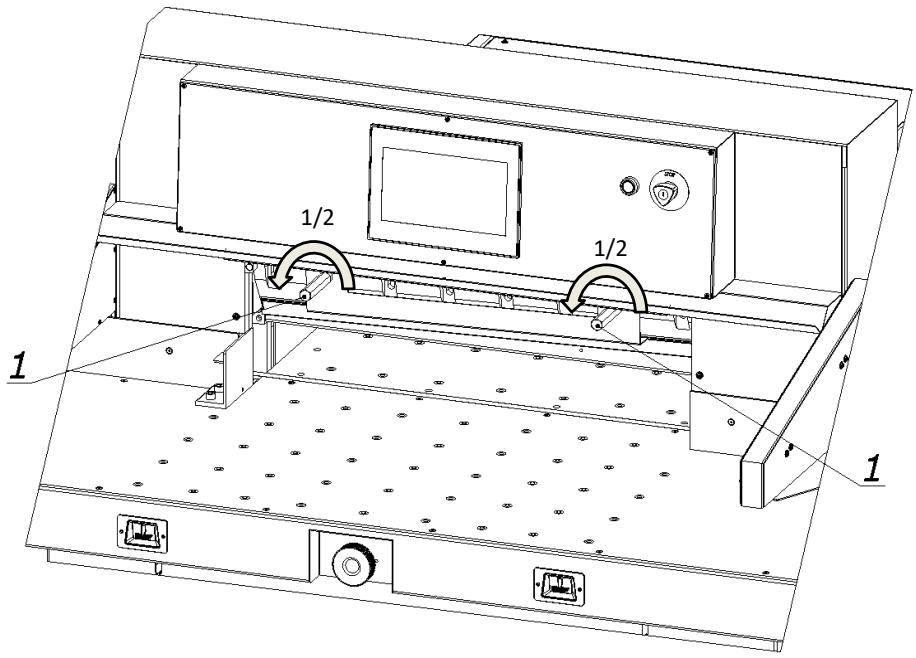
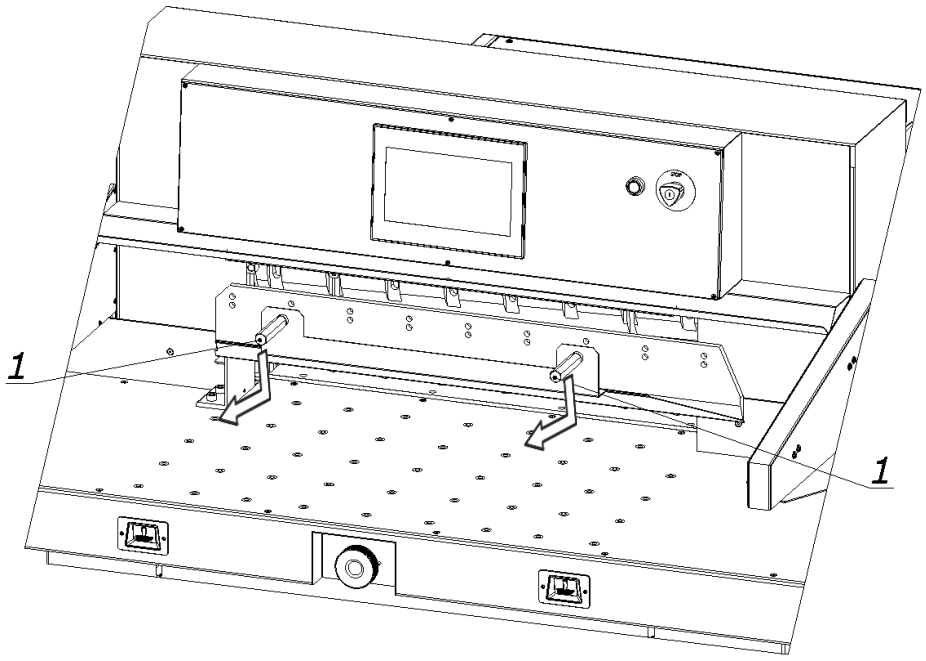
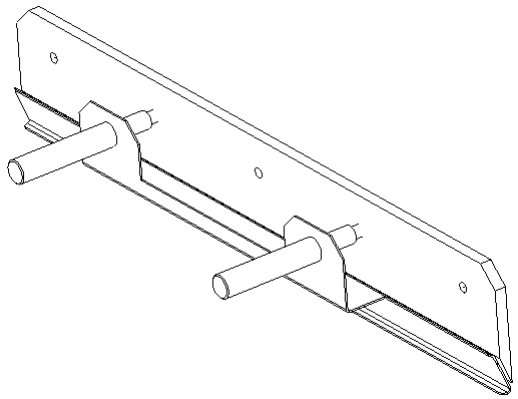

Figure 28.
Figure 29.
Figure  30a. Blade in the blade change safety tool.
12. Holding the transport handles 1, release from the clamp by turning them 1/2 turn to the left simultaneously (Fig. 28) and carefully slide the blade downwards (Fig. 29). Place the removed blade in a special protective packaging (Fig. 30a – 30d) with the blade facing inwards and secure it with two screws. Use the RWTg 8 pin key supplied with the cutter to unscrew the screws securing and fixing the blade to the blade change safety tool.
2. Remove the knife from its packaging (Fig. 30a - 30d).